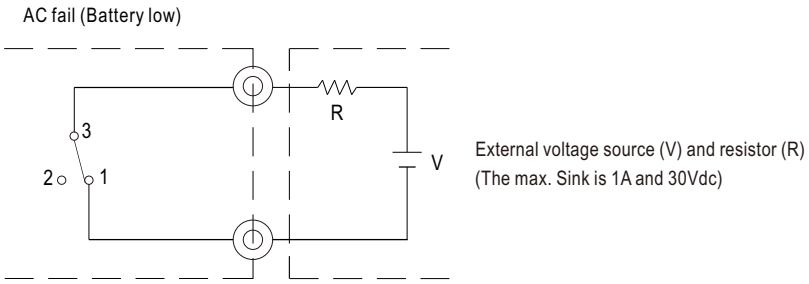

Fig 1.2 Internal circuit of AC fail (Battery low), via relay contact
(1) Alarm Signal is sent out through " AC fail " & " Battery low " & " Charger fail "pins via relay contact.
(2) An external voltage source is required for this function. The maximum applied voltage is 30Vdc and the maximum sink current is 1A. Please refer to Fig 1.2.
(3) Table1.1 explains the alarm function built in the power supply